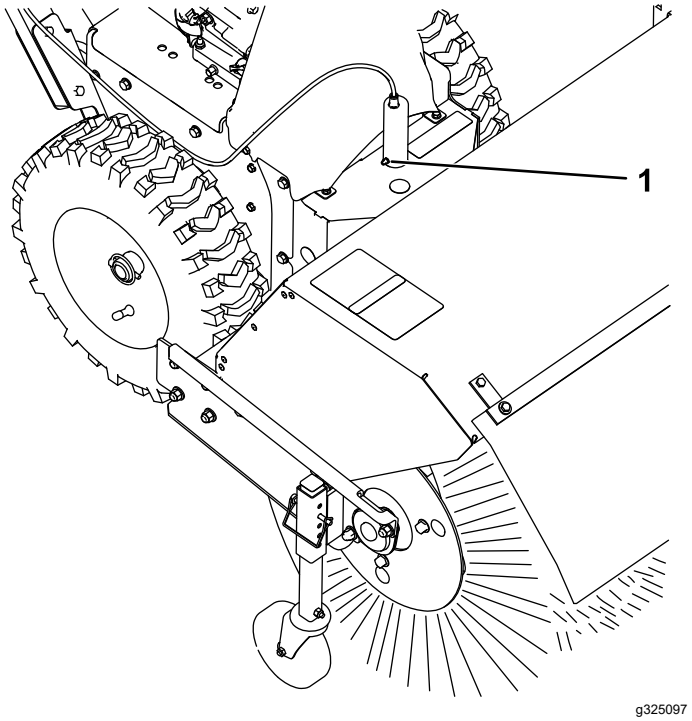

Figur 23
1. Smør fittingen til kostens vinkellåsestift med litiumfedt nr. 2 (Figur 23).